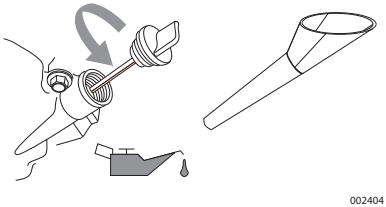

***Figure 4-3. Orifice de remplissage d'huile avec entonnoir inséré***
7. Insérez l'entonnoir dans l'orifice de remplissage d'huile. Se reporter à la *Figure 4-3*. Ajoutez la quantité requise d'huile moteur recommandée.